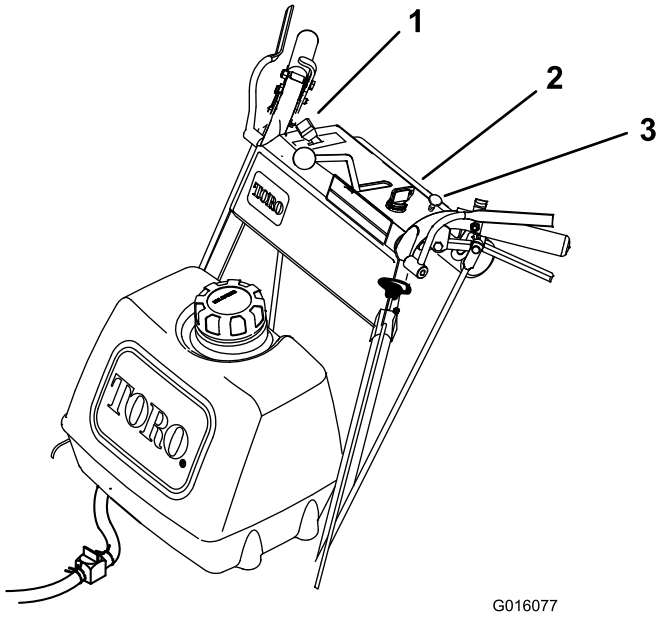

Figura 9
11. Empurre o estrangulador do ar para a posição Off quando o motor aquecer (Figura 9).
2. Desloque a alavanca do regulador para slow (Figura 9).